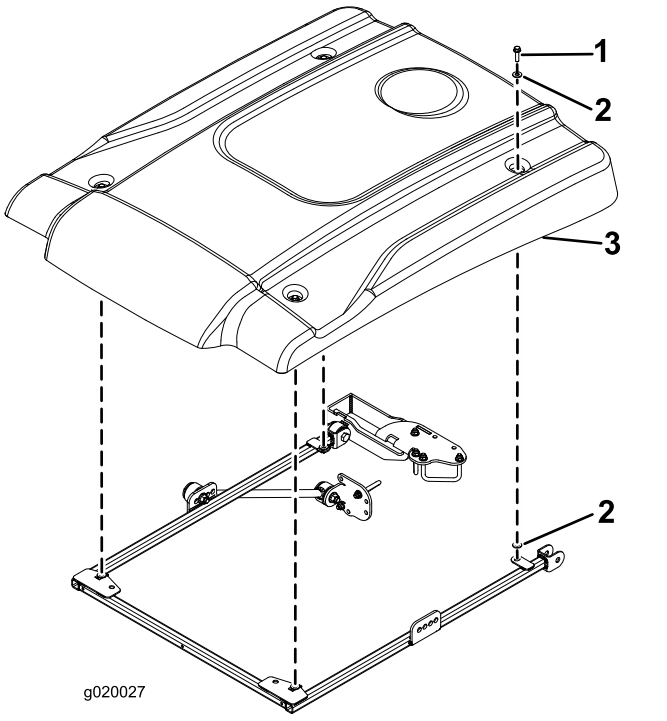

図 29
12. 図 29 に示すようにサンシェードをフレームに載せて、取り付け穴を整列させる。
13. サンシェードの各コーナー部をフレームに仮止めするフランジヘッドボルト5/16 x 2¼"1本と、小さいワッシャ2枚を使用する図 29。サンシェードの左右それぞれについているゴム製ハトメにワッシャを取り付ける。